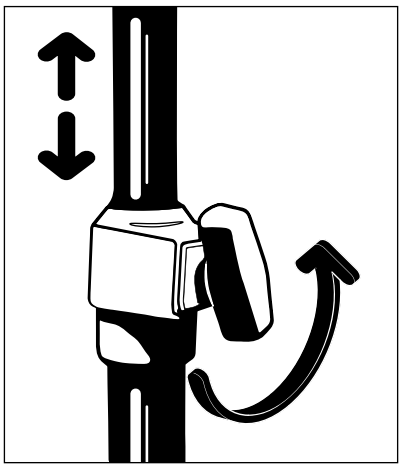

Abbildung 24 – Einstellen des Infusionsständers
1. Den Teleskop-Knopf entgegen dem Uhrzeigersinn drehen, um den Infusionsständer zu lösen (Abbildung 24).
4. Den Teleskop-Knopf im Uhrzeigersinn drehen, um den Infusionsständer festzustellen (Abbildung 24).